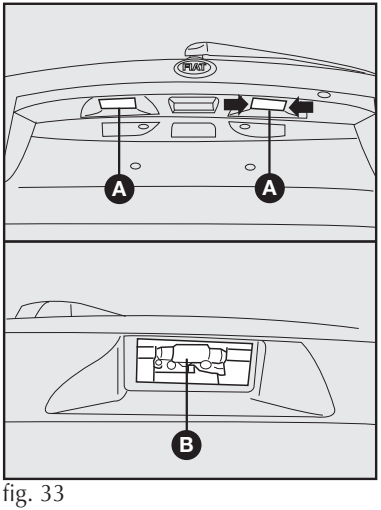

fig. 33
LUZ DE PLACA - figs. 33
1) retirar os refletores **A-fig. 33** utilizando uma chave de fenda nos pontos indicados pelas setas;
2) retirar a lâmpada **B-fig. 33** e substituí-la.